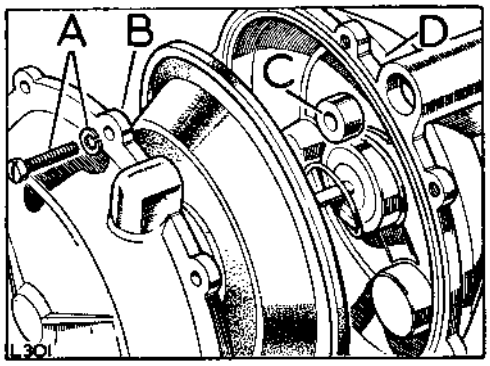

**Fig. H1-118. Cover for vacuum chamber**
11. Fit the cover to the vacuum chamber, aligning the connecting tube and ensuring that the diaphragm locates in the groove in the vacuum chamber rim. Tighten the fixings evenly and securely. See Fig. H1-118.